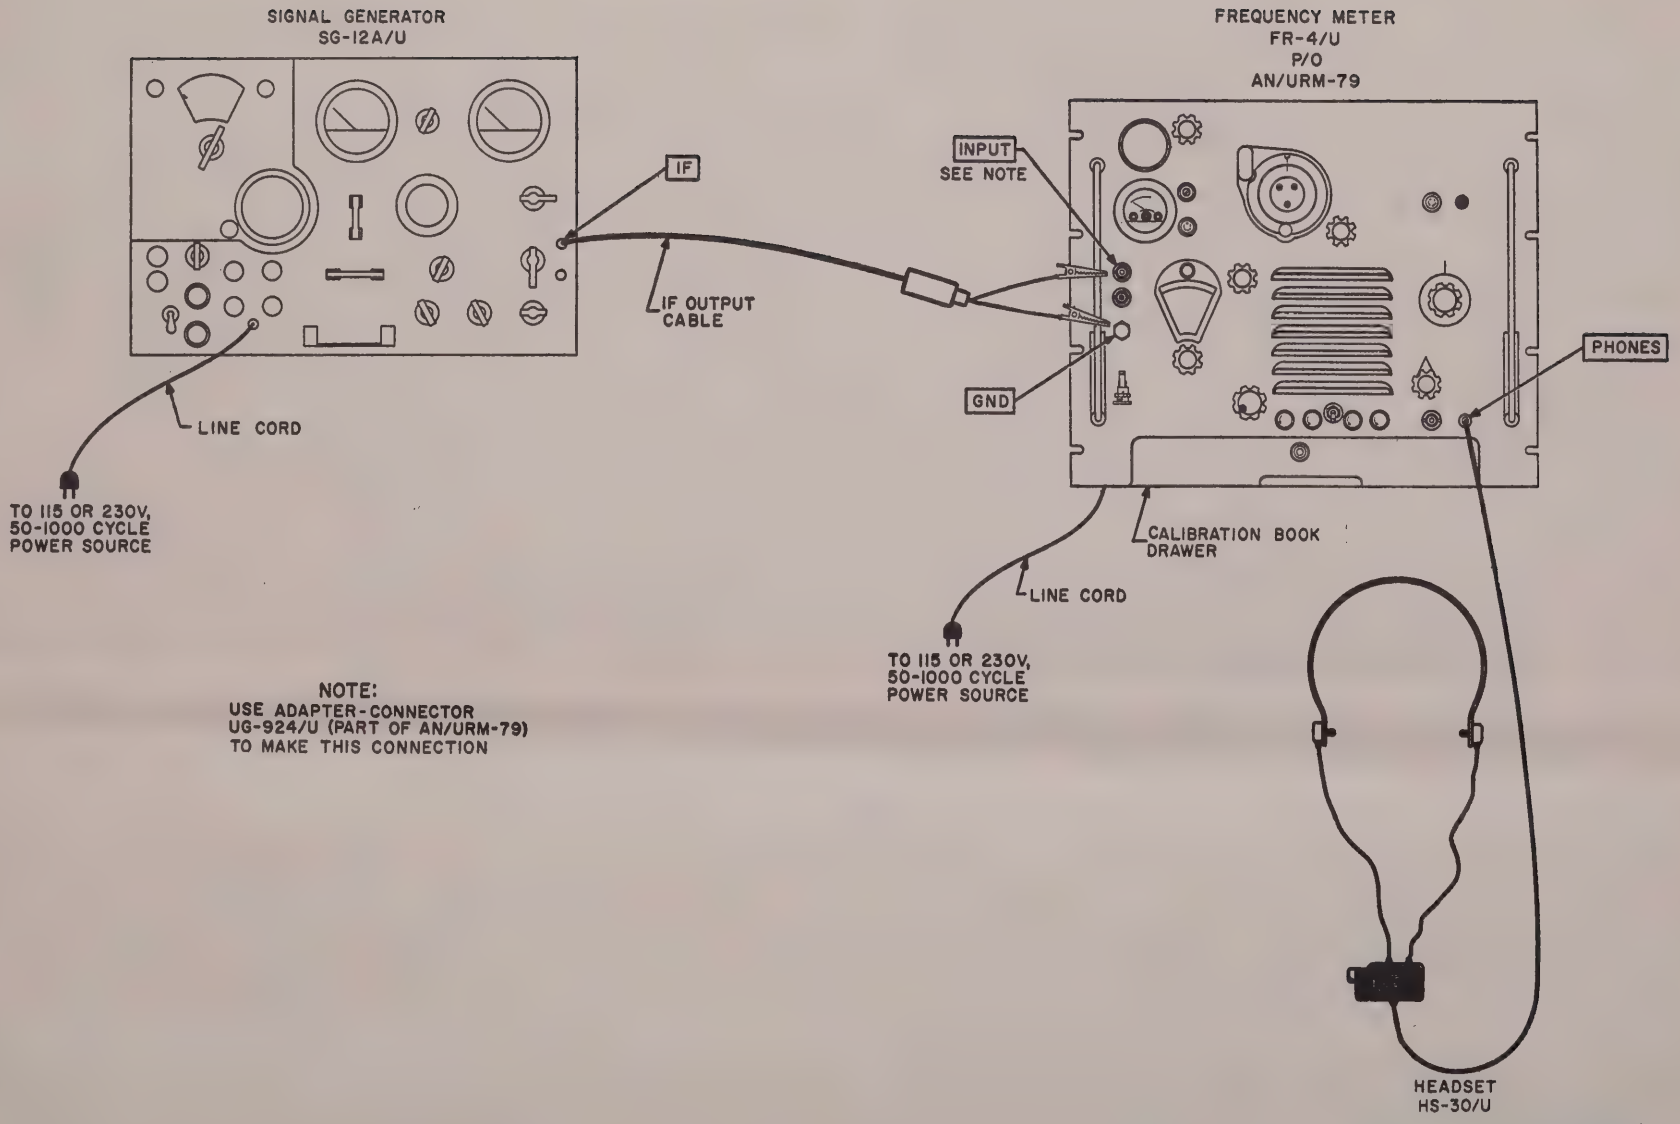

Figure 43.8. IF oscillator frequency calibration check.
b. Test Connections and Conditions. Connect the equipment as shown in figure 43.8. After turning on the FR–4/U (p/o AN/URM–79), allow at least a 20-minute warmup time before proceeding with the test procedure.